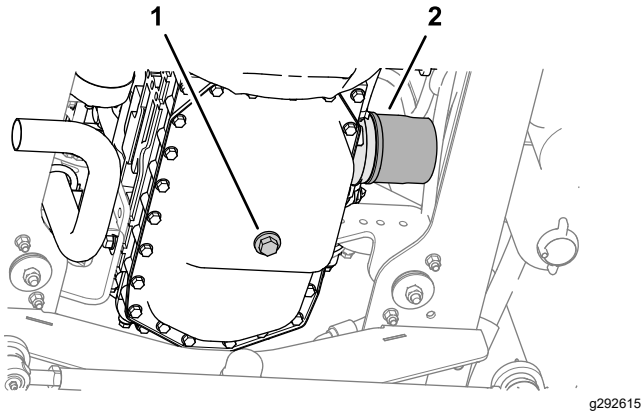

Figur 55
1. Ta bort avtappningspluggen och låt oljan rinna ner i ett avtappningskärl (Figur 55).